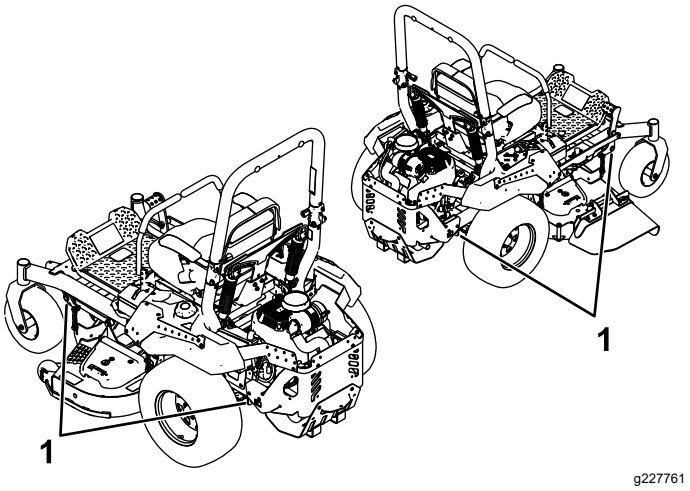

Figur 36
6. Fastgør maskinen i nærheden af de forreste styrehjul og den bageste kofanger med remme, kæder, kabler eller reb (Figur 36). Der henvises til de lokale regler for bindepunkter.